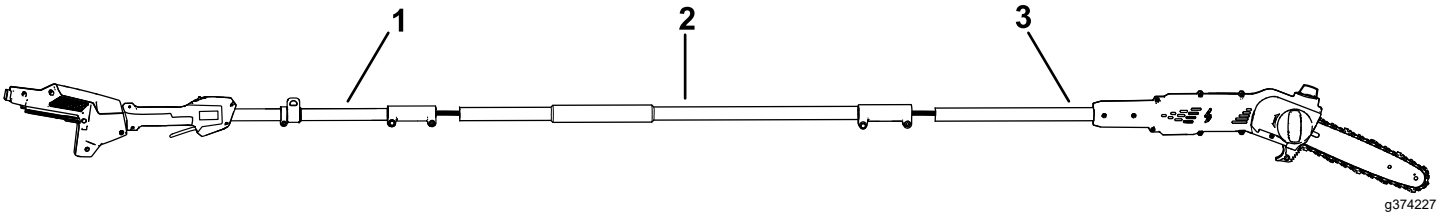

Figura 4
1. Despliegue las secciones de la empuñadura (Figura 4)